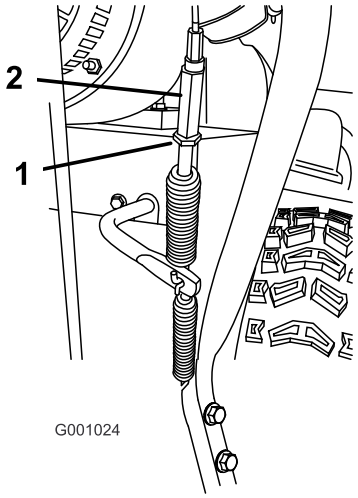

Figur 46
5. Lossa kontramuttern (Figur 46).
6. Lossa eller dra åt spännmuttern som reglerar kabelanspänningen (Figur 46).